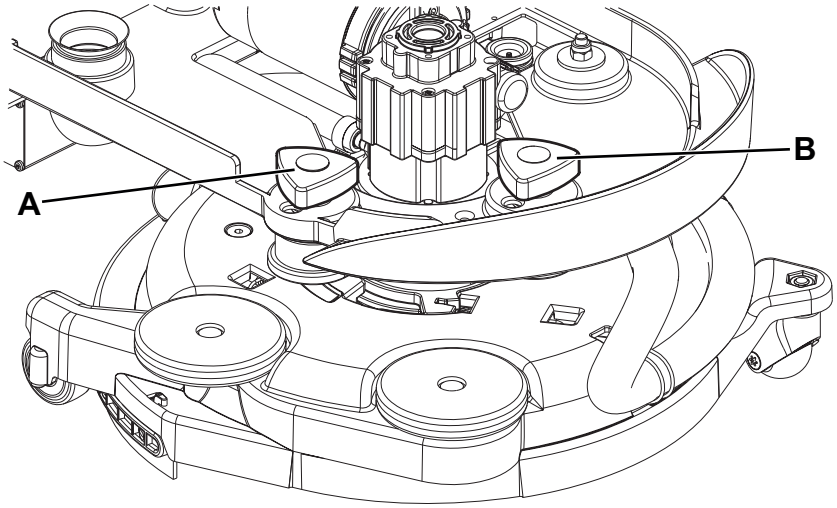

Afbeelding 5
2. Stel de voorwaartse snelheid van de machine met het wieltje (A, Afb. 5) als volgt af:
3. Als de machine afwijkt van de rechte lijn, kunt u dit corrigeren door het wieltje (B) rechtsom of linksom te draaien, zodat de machine weer in een neutrale lijn rijdt.